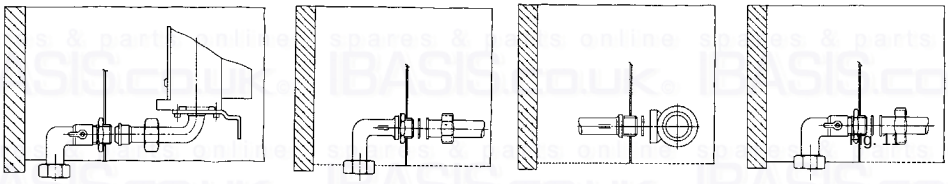

Fig. 11
2.6 With the exception of the connection to the pressure relief valve, make all the water and gas connections to the jig bracket valves. Fully tighten (fig. 11). Water connections can be made with compression or capillary fittings (before the gas inlet to the boiler there must be at least 100 mm of straight before any bends).
Open the central heating flow and return cocks (fig. 11).
Close all hot water draw off points. Open main cold water stop cock and ensure the cold water inlet cock is open at the boiler jig bracket (fig. 11). Slowly open each hot tap in turn until clean water, free from air pockets, is seen.